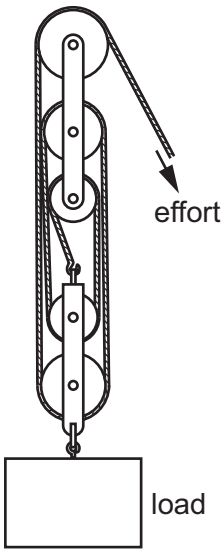

**Fig. 11.2**
**(b)** Fig. 11.2 shows a block and tackle mechanism.